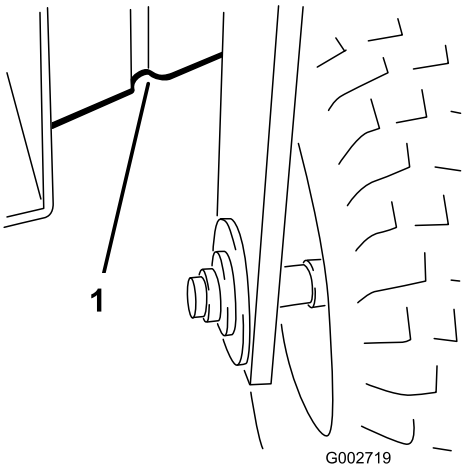

Figur 20
- Fram: under ramen bakom framhjulet (Figur 20).